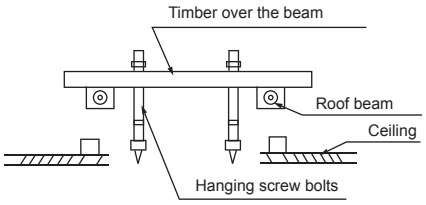

Fig.5-3
- Please *Refer to Fig.5-3* and *Fig.5-4* for the hanging screw bolts distance